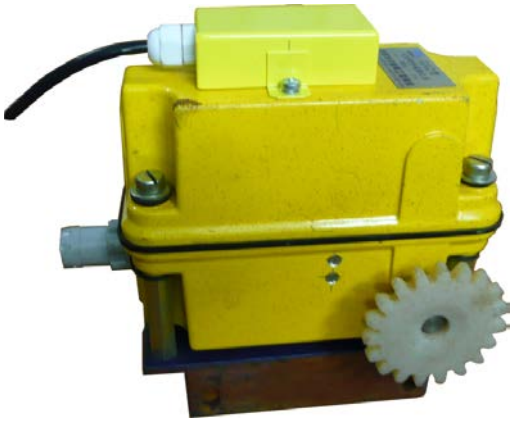

Рис. 7
6.7. Датчик высоты подъема крюка, Рис.7, представляет собой потенциометр, приводимый в действие лебедкой подъема крюка через специальный редуктор, объединенный с концевыми выключателями ограничителя минимальной и максимальной высоты подъема. Датчик посредством фланца сопряжен с осью барабана лебедки подъема крюка.